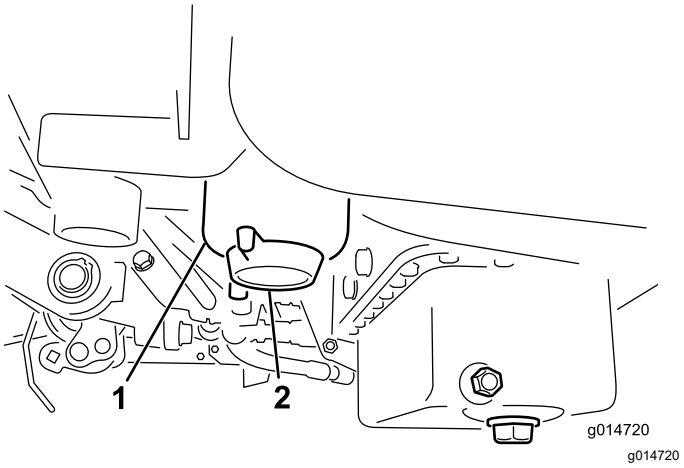

Figur 38
2. Rengør området, hvor filterskålen monteres (Figur 38).
4. Åbn filteraftapningsventilen (Figur 38).